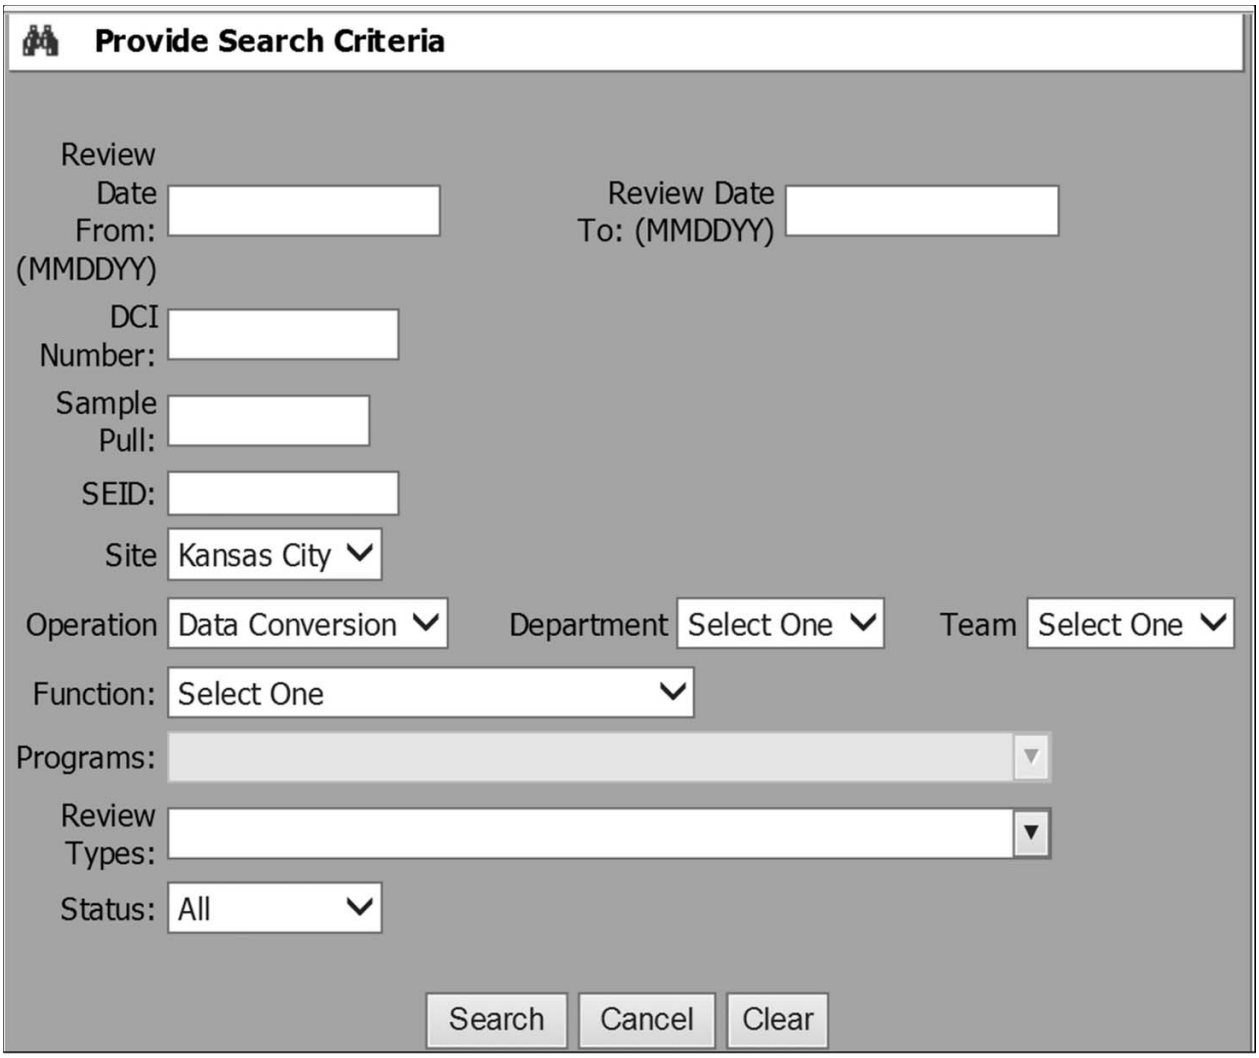

Figure 3.30.30-18 Provide Search Criteria Screen
(1) To generate the Provide Search Criteria Screen (see **Figure 3.30.30-18**), go to the Reviewer's Main Menu Screen (see **Figure 3.30.30-10**) or the Manager Main Menu Screen (see **Figure 3.30.30-5**) and select the "Search" button.